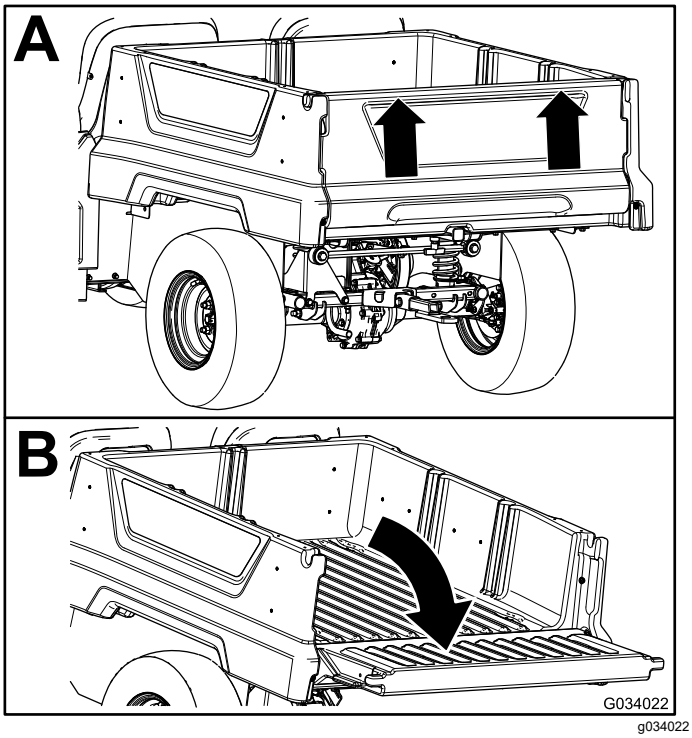

Figur 17
2. Sätt båda händerna på greppet nära flakskyddets ovansida och fäll upp flakskyddet (Figur 17).
3. Fäll ned flakskyddet tills det är i nivå med lastflakets botten (Figur 17).